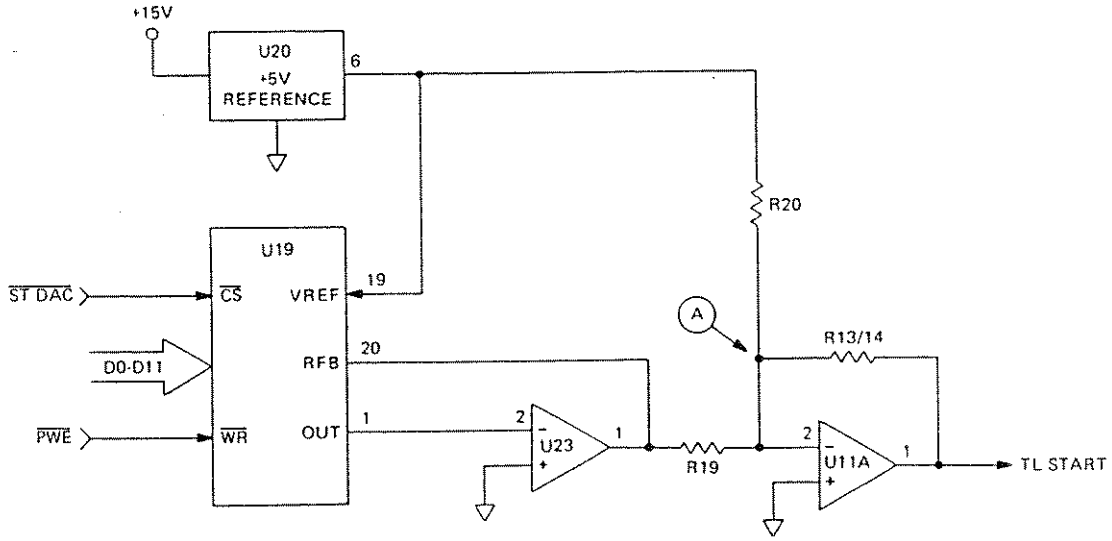

Figure 5.6 - Simplified Schematic for the START DAC
5.3.2.2.2.6 The trigger levels are set by two digital-to-analog converter (DAC) circuits on the motherboard. Refer to Figure 5.6. U11A, U19, and U23 are the primary components of the START DAC; U10, U11B, and U14 (not shown) are the primary components of the STOP DAC.
5.3.2.2.6.1 Refer to Figure 5.6. The DAC block contains two identical circuits, the START DAC and the STOP DAC (START DAC only shown in figure). The DACs convert 12 bits of data from the microprocessor's 16-bit data bus into analog voltage used to program the start/stop buffer's trigger levels. These trigger levels are also routed to the rear panel for calibration purposes.
5.3.2.2.7.1 Refer to Figure 5.6. The following description refers only to the START DAC, but can also be applied to the STOP DAC.
5.3.2.2.7.6 The voltage level at the output of U23 is always negative as a result of the signal inversion by operational amplifier U23. R19 and R20 constitute a voltage-divide network with U20 supplying +5 volts to R20 and R19 receiving its supply from the output of U23. As the voltage varies at R19, the amount of current will vary at point A (see Figure 5.6). The amount of current at U11's operational amplifier input will be amplified to achieve the START DAC voltage selected by the microprocessor's binary code. The gain of the summing circuit is about 3.16 and is established by R13, R14, R19 and R20.